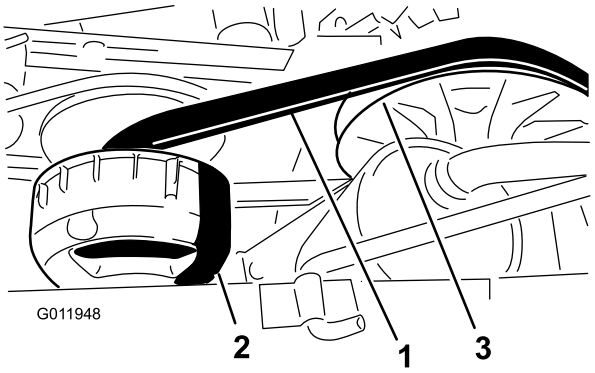

Figur 52
3. Roter og inspiser remmen (Figur 52) for overdreven slitasje eller skade.
3. Vri og før remmen over den sekundære clutchen (Figur 52).
4. Ta av remmen fra den primære clutchen (Figur 52).
5. Still inn den nye remmen over den primære clutchen (Figur 52).
6. Vri og før remmen over den sekundære clutchen (Figur 52).